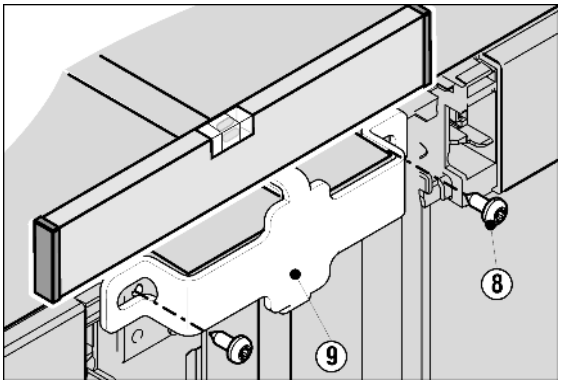

Fig. 5
▶ Сведите устройства вместе или повторно выровняйте их и в это время с передней стороны, сверху прикрутите винтами *Fig. 5 (8)* большой крепежный уголок *Fig. 5 (9)*. При необходимости проделайте отверстия или используйте аккумуляторную отвертку.